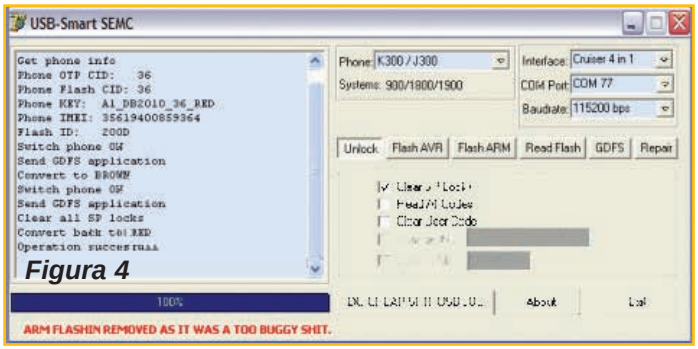

Figura 4
4) El teléfono queda liberado en pocos segundos, presentándose una pantalla como la mostrada en la figura 4.